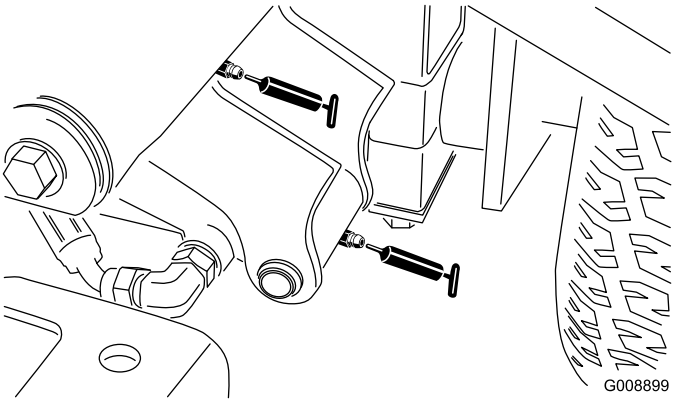

Figur 34
- Forreste venstre løftearms drejetap og løftecylinder (2) (Figur 34)